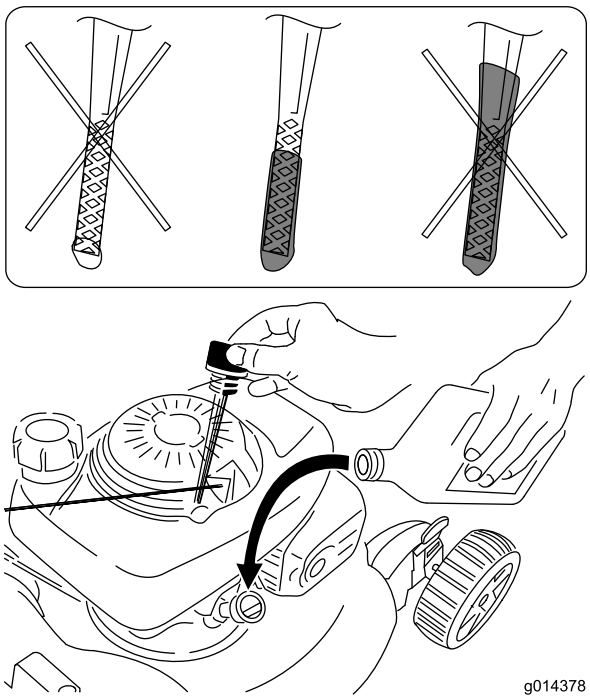

Bild 24
9. Nehmen Sie den Peilstab heraus und lesen Sie den Ölstand ab (Bild 24).